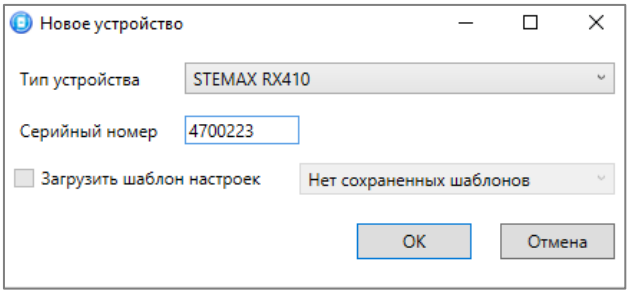

Рисунок 4.4 — Окно *Новое устройство*
- в открывшемся окне *Новое устройство* (см. рисунок 4.4) раскройте список *Тип устройства* и выберите *STEMAX RX410*;